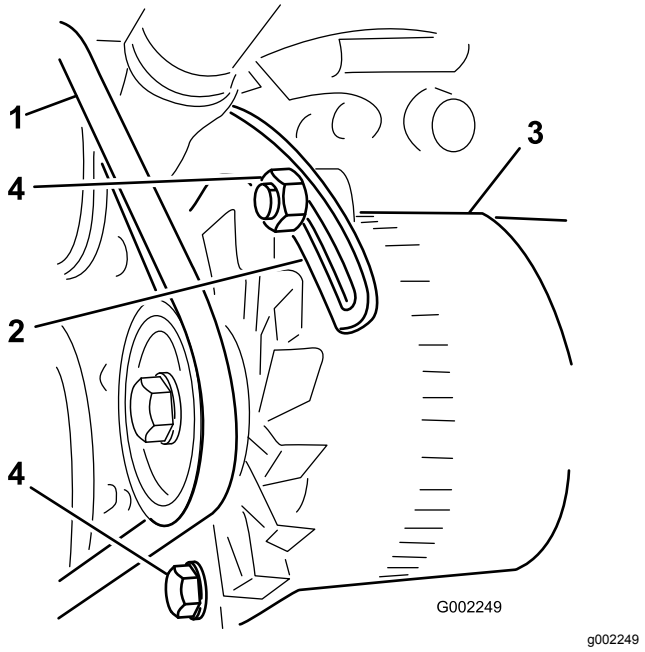

図 85
3. ブレースをエンジンに固定しているボルト、およびオルタネータをブレースに固定しているボルトをゆるめる (図 85)。